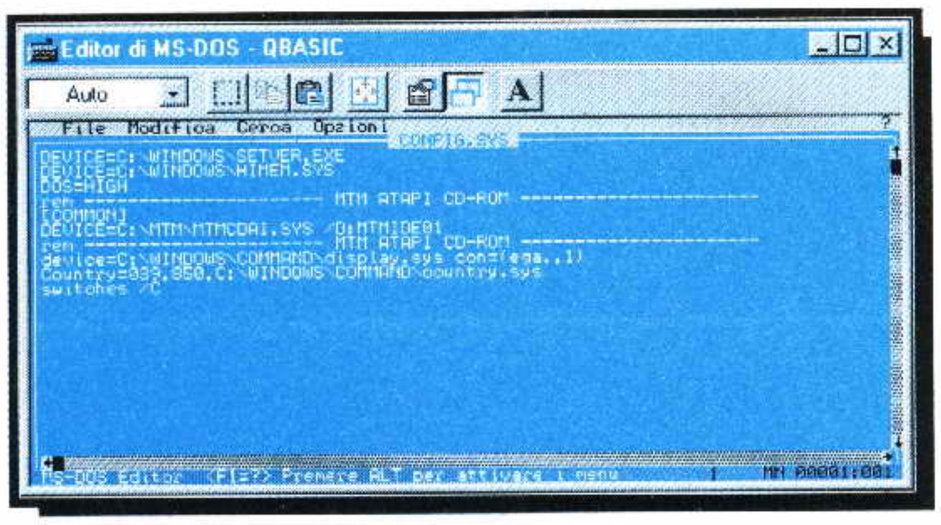

Fig. 10
– Nell'ultima riga del programma dovete inserire l'istruzione **SWITCHES /C** come visibile in fig.10.